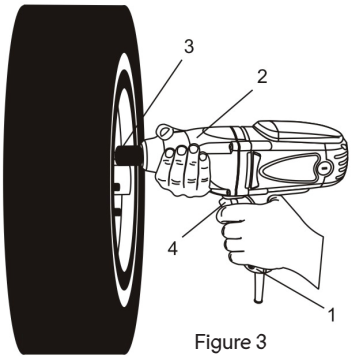

Figure 3
3. Saisir la poignée (1) de la clé à chocs avec une main et le boîtier avant (2) avec l'autre main (Figure 3).
4. Placer la douille (3) sur l'écrou de roue.